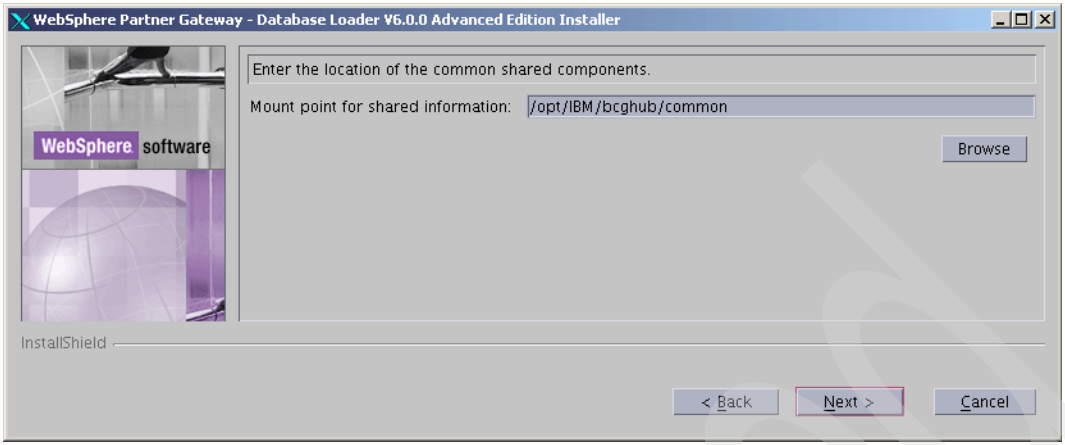
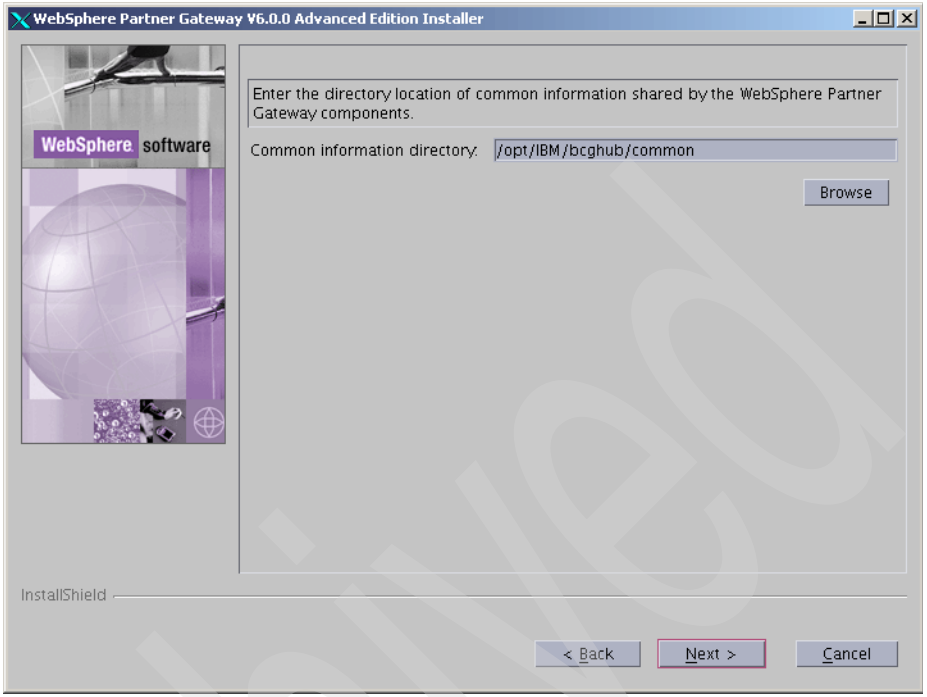

Figure 6-6 Setting the common data mountpoint
Figure 6-14 Common data location
10. Name the mount point for the common data (see Figure 6-6 on page 121), which by default is `/opt/IBM/bcghub/common`,
12. The installation program now needs to know the location of the shared storage directory, similar to the Database Loader program did. See Figure 6-14 on page 130. This location must match the location entered earlier in the Database Loader Program in Figure 6-6 on page 121. Click **Next**.